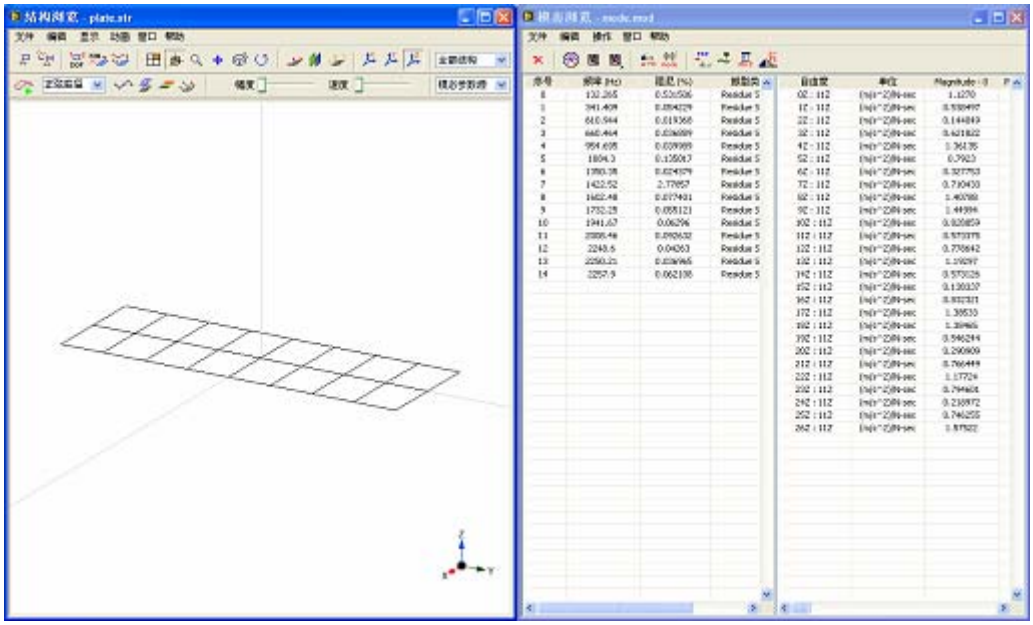

图 4-4 模态振型动画显示
- 执行菜单命令**文件 | 载入…**，在结构模型文件列表中选择 plate 文件。模态结构被显示在窗体中。如图 4-4 所示。
- 执行菜单命令**文件 | 载入…**，在数据文件列表中选择 mode 文件。包含有 15 个模态的模态文件被显示在窗体中。如图 4-4 所示。